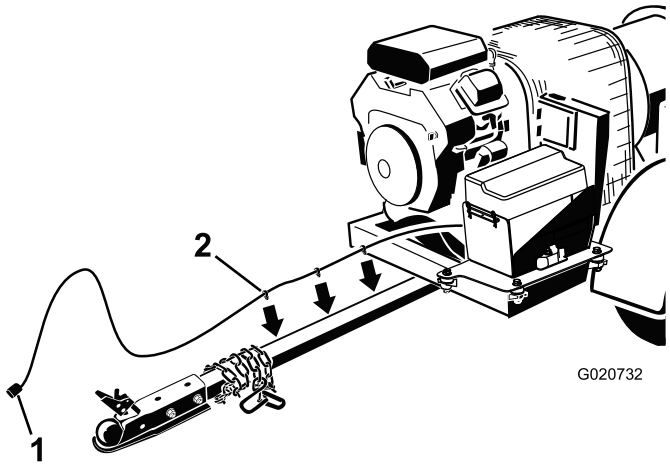

Figur 7
3. Før ledningsnettet langs den højre side af bugsertrækkets rør (Figur 7).
4. Sæt clipsene til ledningsnettet ind i hullerne på siden af bugsertrækkets rør for at fastgøre det (Figur 7).